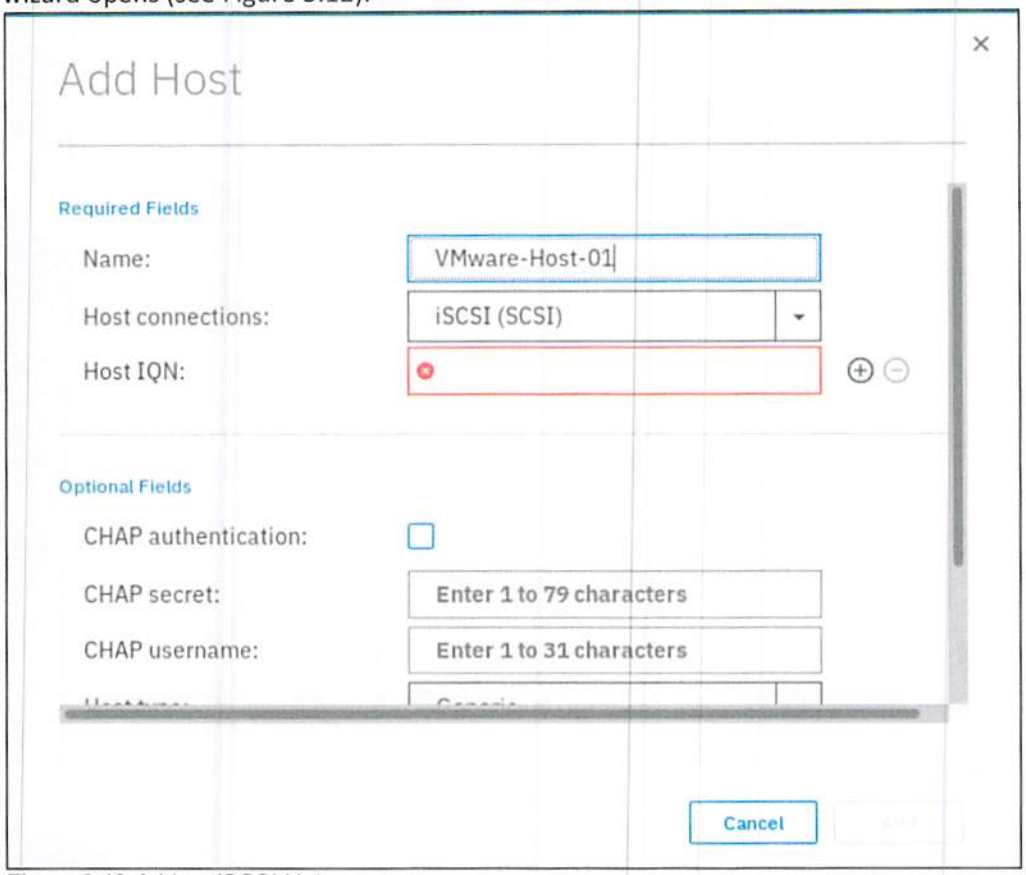

Figure 3.12 Add an iSCSI Hot
1. On Hosts window, click **Add Host**. Then, click **iSCSI** and the **iSCSI** configuration wizard opens (see Figure 3.12).